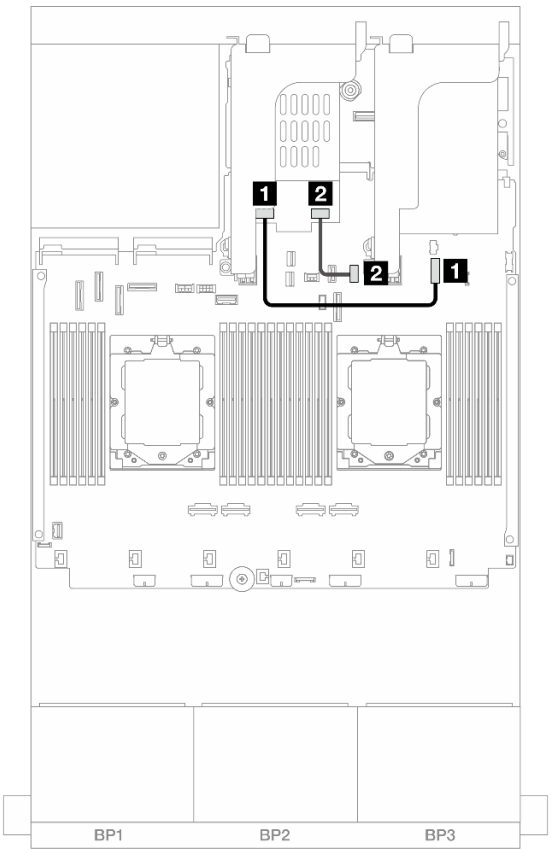

Рис. 322. Прокладка кабелей SATA
- Рис. 322 «Прокладка кабелей SATA» на странице 398